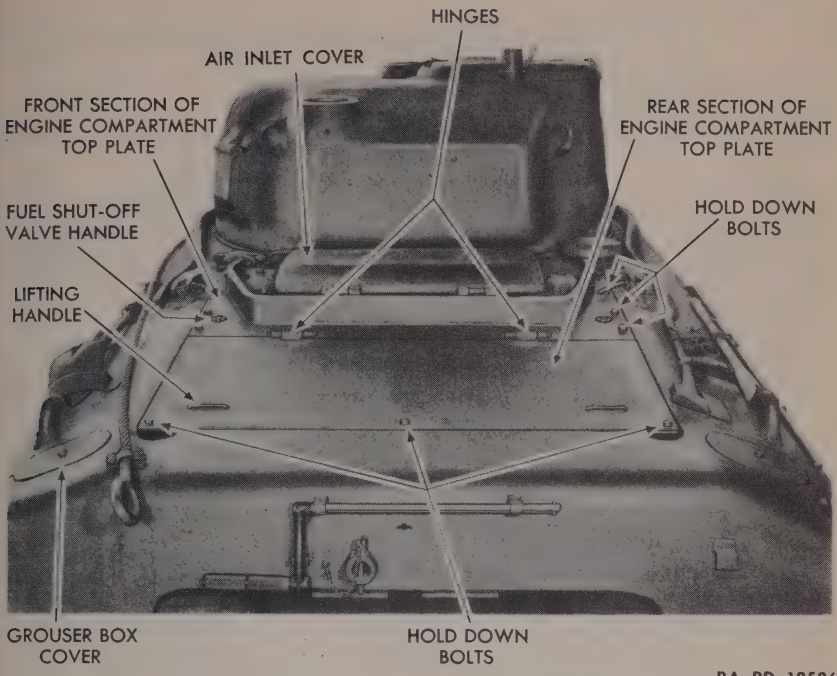

Figure 54—Engine Compartment Top Plate Before Removal
(2) REMOVING THE REAR SECTION OF ENGINE COMPARTMENT TOP PLATE (figs. 54 and 55).